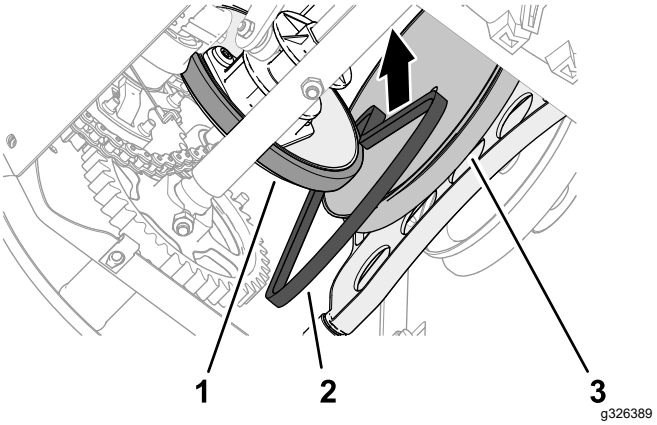

**Figur 49**
1. Skub traktionsremmen mellem friktionshjulet og traktionsremskiven, og ind i maskinen (Figur 49).